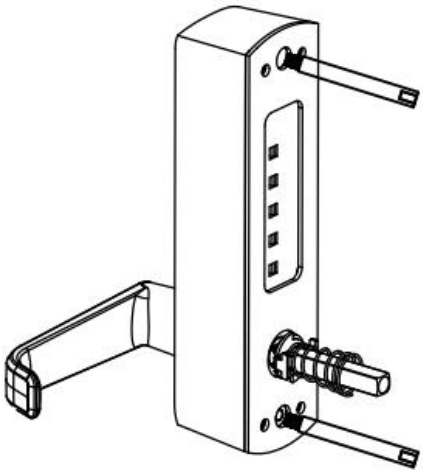

FIG9B
3) Führen Sie ein Ende des Vierkantschafts mit der Verriegelungsfeder in die Vierkantöffnung des Frontplattenverschlusses ein (siehe Abbildung 9B) und das andere Ende in die Vierkantöffnung des Rückplattenverschlusses. Montieren Sie die Verbindung mit der beiliegenden Gummidichtung und den Befestigungsschrauben.